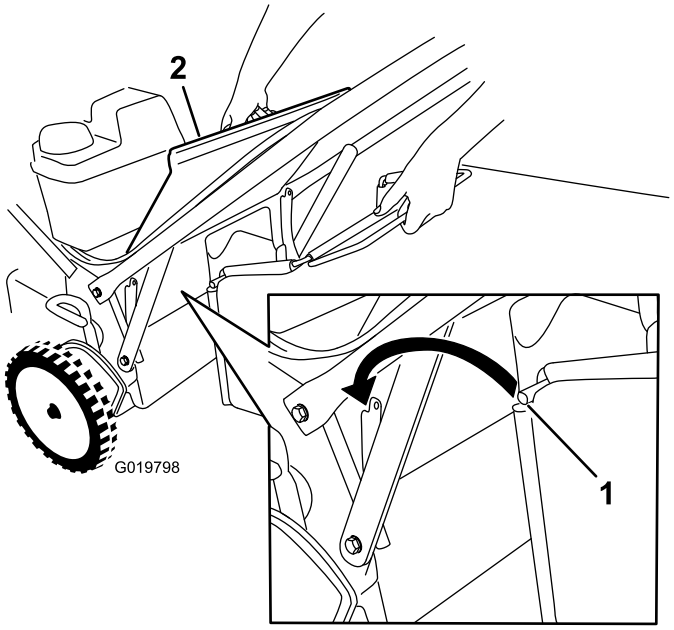

Figur 19
1. Løft den bageste deflektor, og hold den oppe (Figur 19).
3. Monter posestangen i hakkerne i bunden af håndtaget, og ryk posen frem og tilbage for at sikre, at stangen er fæstnet i bunden af begge hakker. Se Figur 19.